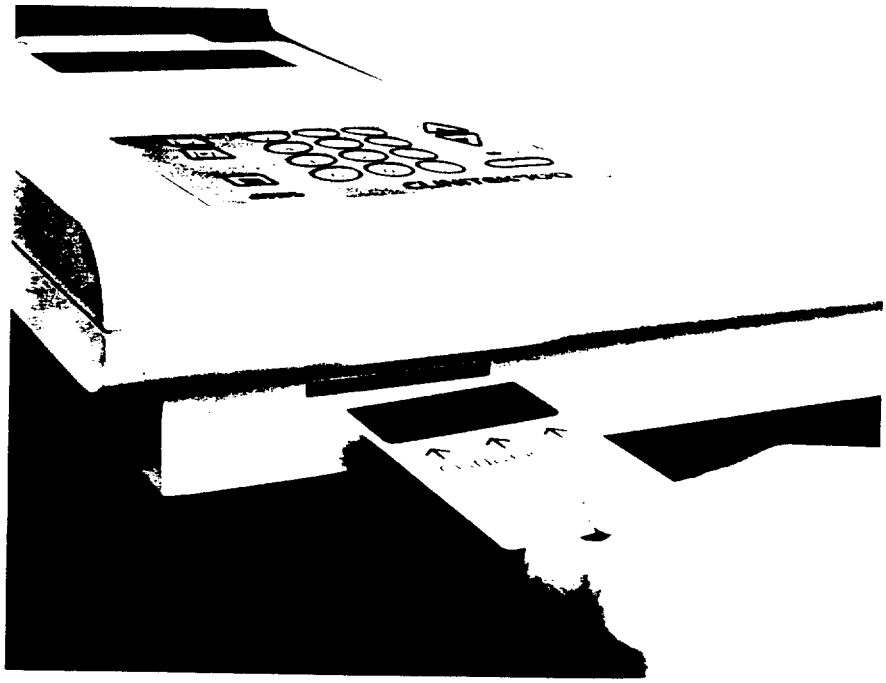

Figure 3-1
1. Plug the Program Card into the instrument by inserting it into the card receptacle and pressing it in firmly until it "snaps" into place (Figure 3-1). The side containing the metal ridges is inserted into the instrument, with the label side up and the arrows facing into the instrument.